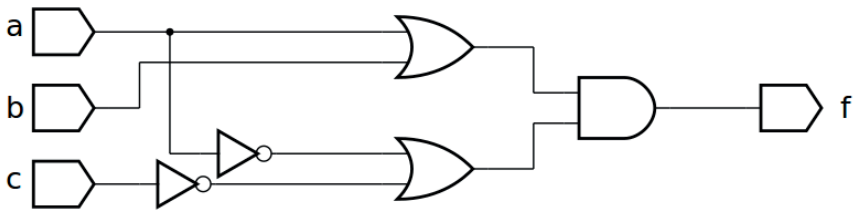

Figura 5.6 – A implementação da função simplificada $f(a,b,c) = \Sigma_m(2,3,4,6) = \Pi_M(0,1,5,7) = (a+b).(a'+c')$ na forma OU-E.
h) A forma simplificada da função como produto de somas é a seguinte: $f(a,b,c) = (a+b).(a'+c')$. Nesta forma, esta função pode ser diretamente implementada por dois níveis de portas lógicas OU-E. A implementação desta função simplificada na forma OU-E é mostrada na Figura 5.6.